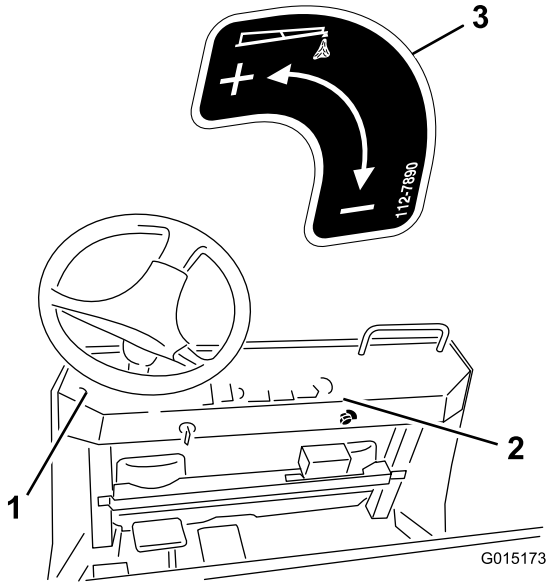

Figura 21
10. Instale la pegatina según se muestra en Figura 21.